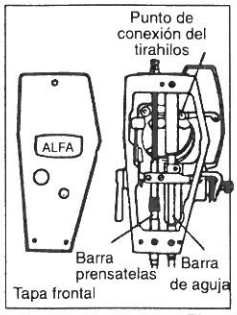

Fig. 8
b) Suelte la tapa frontal y eche unas gotas de aceite en las zonas donde friccione el tirahilos, la barra de aguja y otras partes móviles (Ver fig. 8). Ponga de nuevo la tapa frontal.